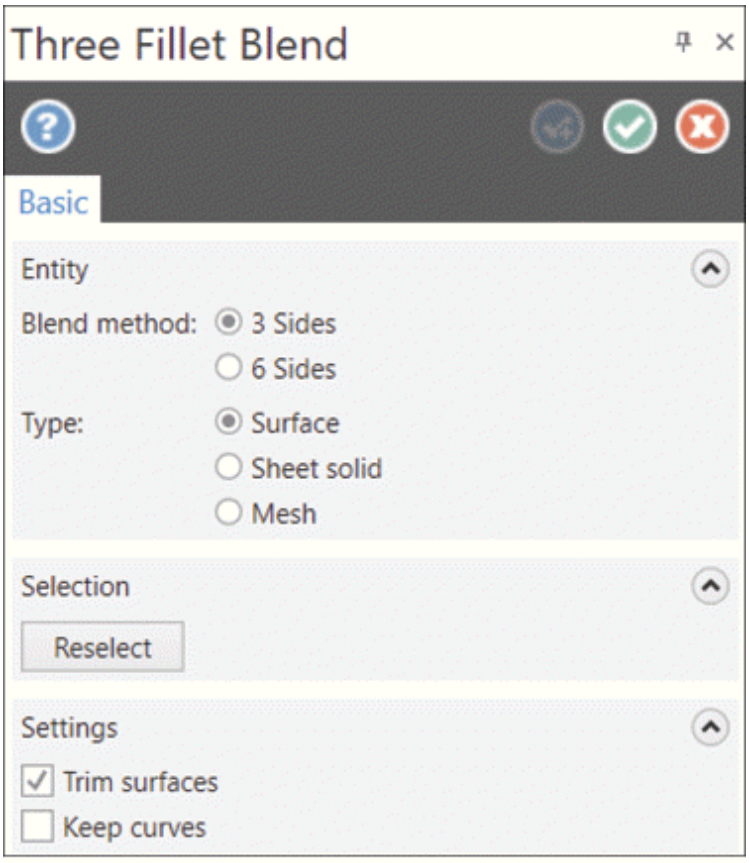

Figure-67. Three Fillet Blend Manager
- Click on the **Three Fillet Blend** tool from the **Modify** group in the **Surfaces** tab of the **Ribbon**. The **Three Fillet Blend Manager** will be displayed; refer to Figure-67.